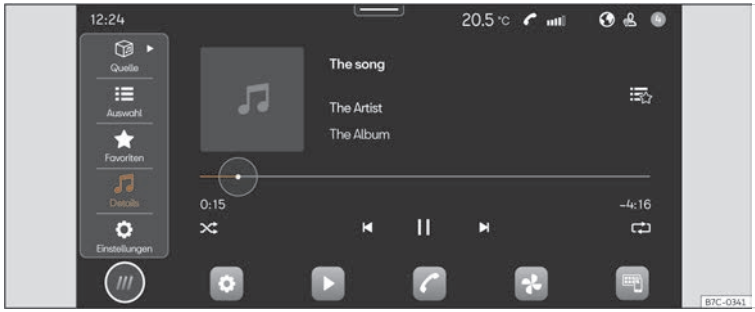

Abb. 158 Schematische Darstellung: Ansicht Medien.
- Drücken Sie **HOME** > ▶ ››› **(Abb. 158)**.